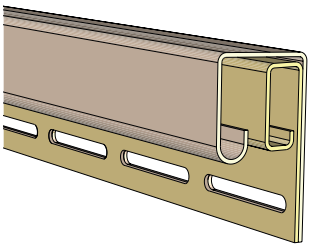

*Рисунок 21*
**12.4** В верхней части стены, для завершения крайней панели сайдинга, будет установлен J– профиль, совмещенный с финишной планкой (рис. 21).